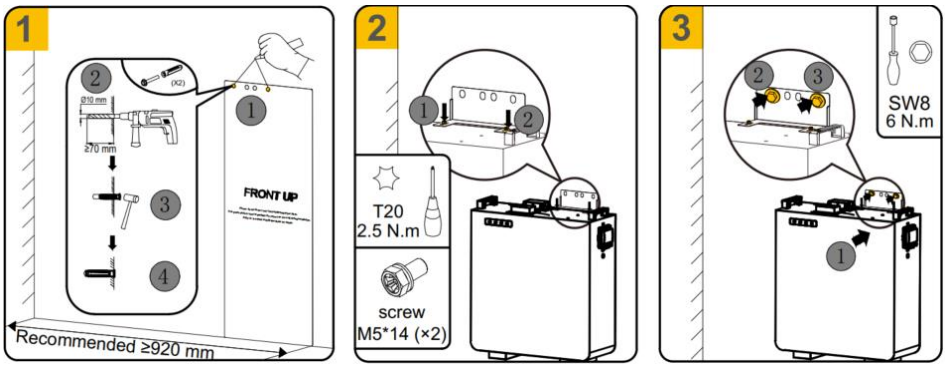

Figure 5-3 Battery Base Installation Steps Diagram
1. Take out the position plate in the battery package, and mark the drilling positions according to the hole of the plate. Then drill 2 holes on the wall with drill Φ10 and a depth greater than 70 mm, clean the holes and insert screw anchors into the drill holes. Refer to 1 in Figure 5-3.
2. Remove the battery from the carton and place it on the ground. Place the wall bracket onto the battery and align it with the positioning hole on the battery. The distance between battery and wall should range from 30 to 55 mm, which can be adjusted by the wall bracket. Secure the wall bracket on top of the battery (tool: T20 screwdriver, torque: 2.5 N·m). Refer to 2 in Figure 5-3.
3. Move the battery to the location matching the drilling hole on the wall. secure the wall bracket to the wall using the provided screws. (tool: SW8 Hexagon sleeve, torque: 6 N·m). Refer to 3 in Figure 5-3..